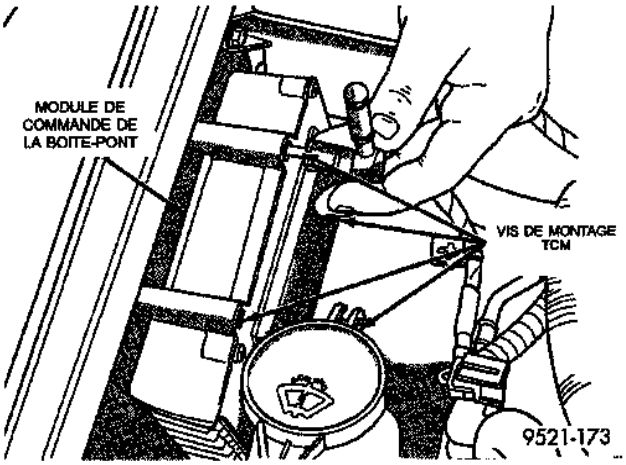
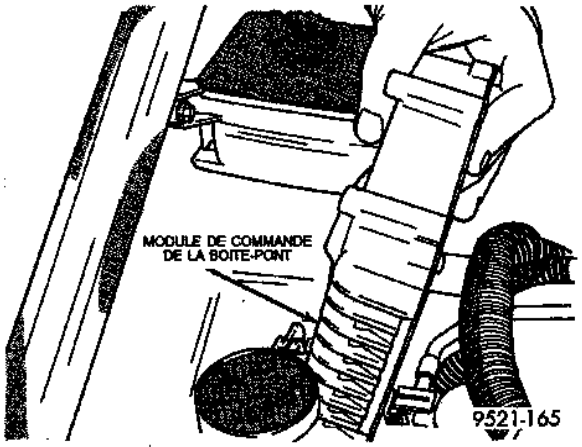

Fig. 27 Vis de montage
Fig. 28 Module de commande de la boîte-pont
(2) Déposer les vis de montage du module de commande de la transmission et lever le module pour l'extraire du véhicule (Fig. 27) (Fig. 28).